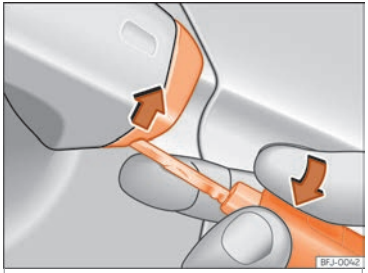

Fig. 7 Manecilla de la puerta del conductor: desprender la tapa haciendo palanca.
- Introduzca el espadín en la abertura inferior de la tapa de la manecilla de la puerta del conductor ››› fig. 7 y eleve la tapa de abajo hacia arriba.